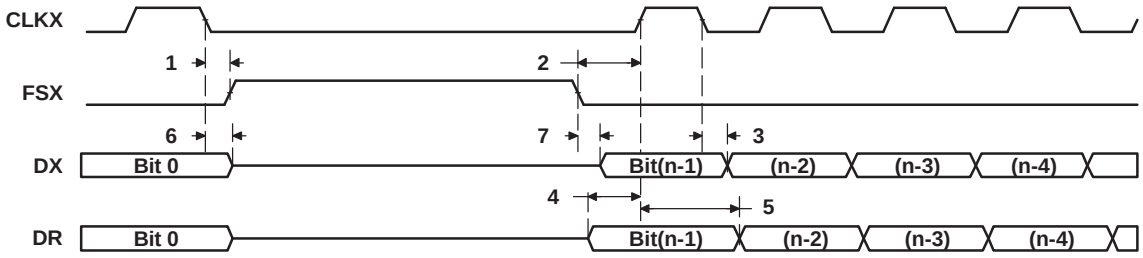

**Figure 6-37. McBSP Timing as SPI Master or Slave: CLKSTP = 11b, CLKXP = 0**
**Table 6-65. Timing Requirements for McBSP as SPI Master or Slave: CLKSTP = 11b, CLKXP = 0[1][2] (see Figure 6-37)**
(1) P = SYSCLK3 period in ns. For example, when running parts at 600 MHz, use P = 10 ns.
(2) For all SPI Slave modes, the rate of the internal clock CLKG must be at least 8 times faster than that of the SPI data rate. User should program sample rate generator to achieve maximum CLKG by setting CLKSM = CLKGDV = 1.
**Table 6-66. Switching Characteristics Over Recommended Operating Conditions for McBSP as SPI Master or Slave: CLKSTP = 11b, CLKXP = 0[1][2] (see Figure 6-37)**